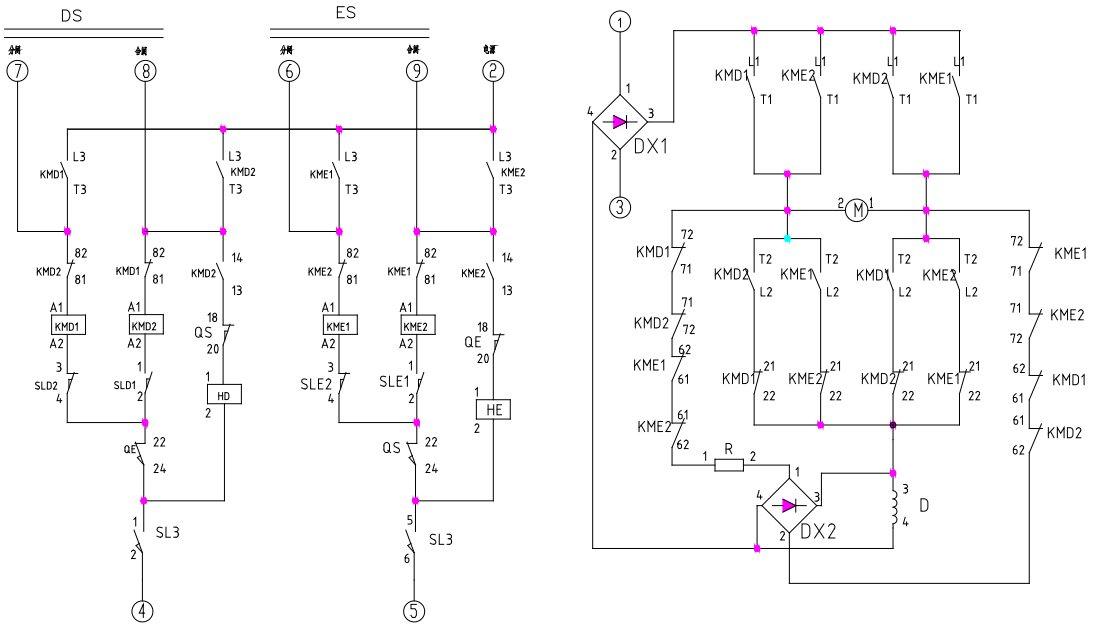

Figure 4 Schematic diagram of three-position switch operation electric operating mechanism
3.3.3 The schematic diagram of the electric operating mechanism of the three-position switch operation is shown in Figure 4.